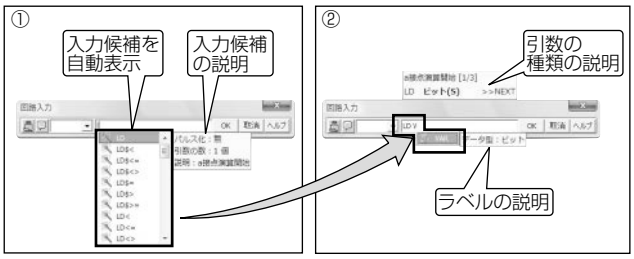

図2．簡単プログラミングの例
(1) 命令・ラベル候補(**図2①**)
(2) 命令・ラベルの説明(**図2②**)